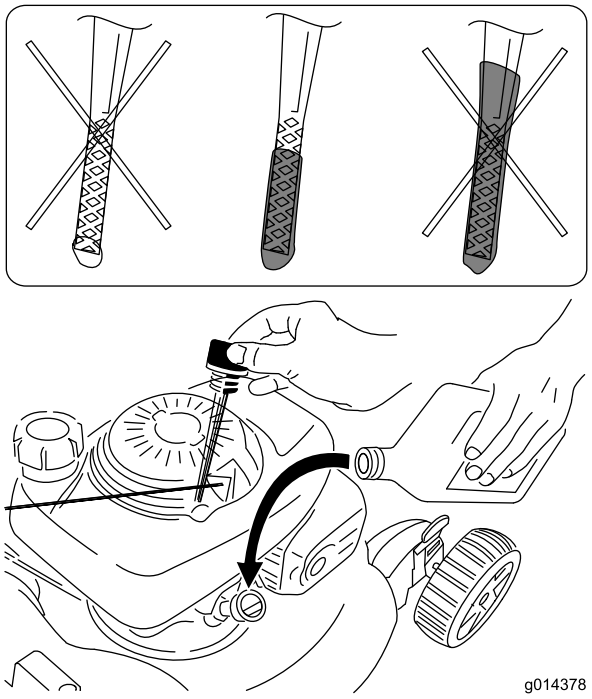

Figur 6
2. Ta ut oljestickan och torka av den med en ren trasa. (Figur 6).
3. Kontrollera oljenivån. För in oljestickan i påfyllningsröret tills det tar stopp, ta bort den och jämför oljenivån med bilden i Figur 6.
4. Häll **långsamt** i en liten mängd olja i påfyllningsröret och kontrollera med jämna mellanrum nivån med oljestickan tills oljestickan visar att motorn är full, såsom visas i Figur 6. **Fyll inte på för mycket.** (Maximal påfyllning: 0,55 l, **typ: SAE 30 renad olja** med API-klassificering SH, SJ, SL eller högre.)